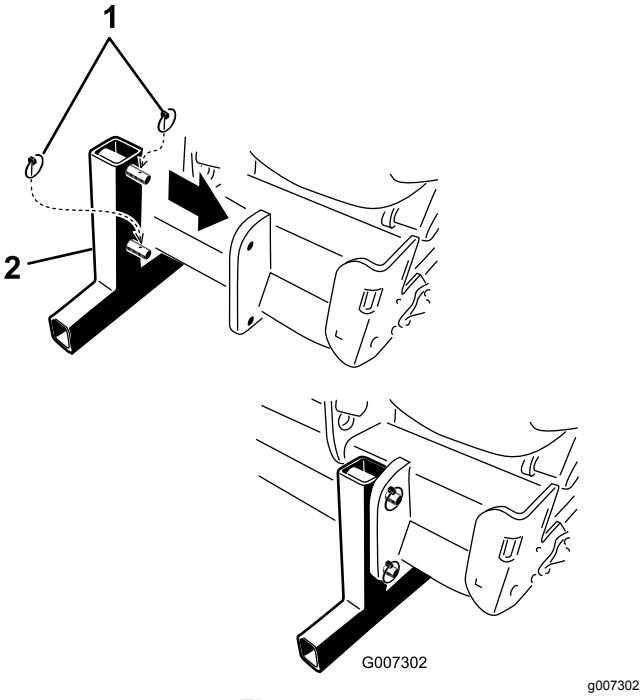

**Figur 44**
5. Montera förvaringsstöden och sätt fast dem på luftaren med hjulsprintarna (Figur 44).